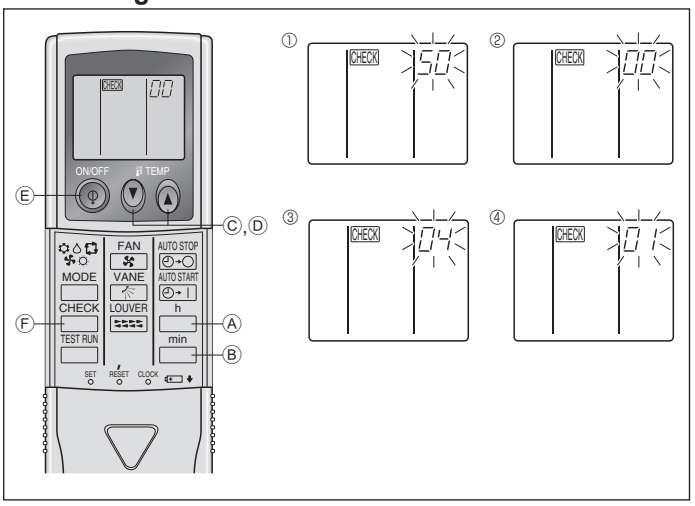

Fig. 6-14
2) Pour la télécommande sans fil infrarouge (Fig. 6-14)